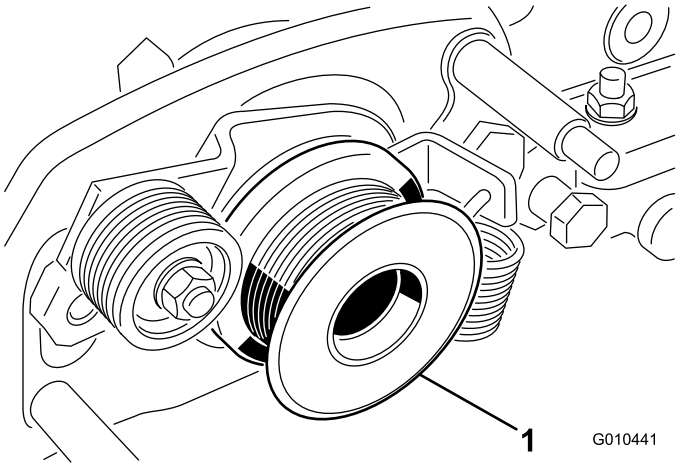

Figur 34
7. Fjern trimsatsens drivremskive fra sylinderakselen (Figur 34).